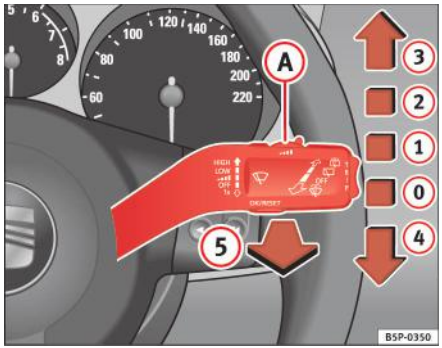

Fig. 82 Maneta ştergătoarelor şi spălătorului de parbriz
Maneta ştergătoarelor de parbriz ⇒ fig. 82 are următoarele poziții:
- Următoarea viteză inferioară va fi selectată automat dacă este selectată viteza (2) ⇒ pagina 125, fig. 82 sau (3)a ştergătoarelor, când automobilul se opreşte. Se va reveni la viteza setată când automobilul se pune din nou în mişcare